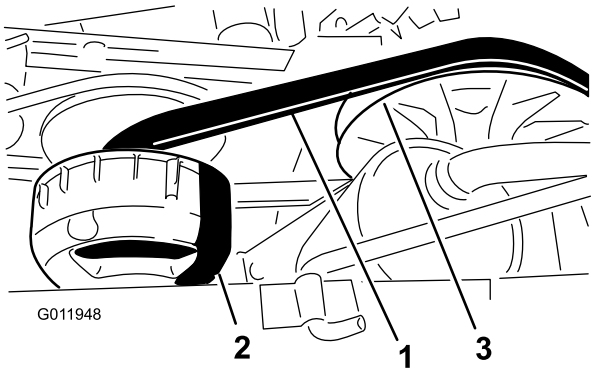

Figuur 72
4. Laat de riem (Figuur 72) ronddraaien en controleer deze op tekenen van overmatige slijtage of beschadigingen.
3. Laat de drijfriem over de secundaire koppeling ronddraaien (Figuur 72).
4. Verwijder de riem van de primaire koppeling (Figuur 72).
5. Lijn de nieuwe riem uit op de primaire koppeling (Figuur 72).
6. Laat de drijfriem over de secundaire koppeling ronddraaien (Figuur 72).